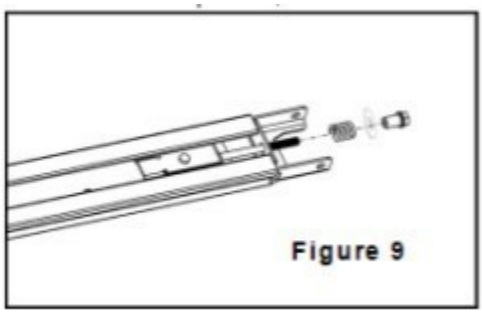

Figure 9
- Jak na Rys. 9, zwolnij nakrętkę i sprężynę.